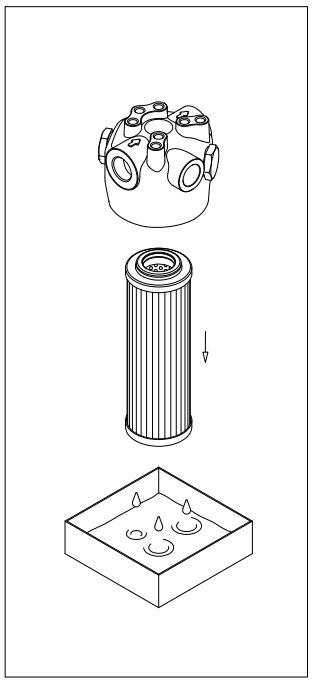

fig. 12
- (Fig. 12) Estrarre l'elemento filtrante